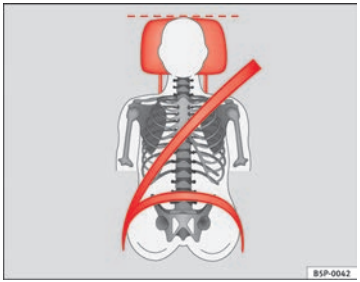
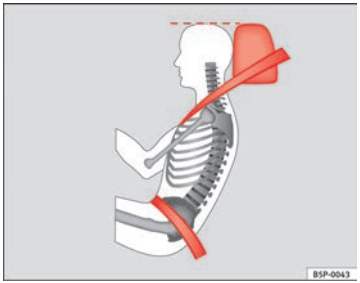

Fig. 69 Front view: head restraints and seat belts correctly adjusted
Fig. 70 Side view: head restraints and seat belts correctly adjusted
– Adjust the head restraint so that the top is at the same level as the top of your head or as close as possible to the same level as the top of your head, at least at eye level ⇒ fig. 69 and ⇒ fig. 70.